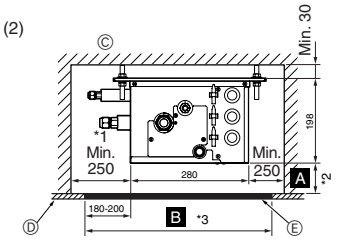
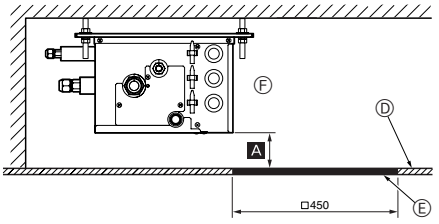

Fig. 4-5
Fig. 4-6
(2) Seitenansicht (Fig. 4-5, Fig. 4-6)
Bei "□ 450" bereiten Sie eine Wartungsöffnung an einer PCB-Seite vor (wie in Fig. 4-6 gezeigt), und "Min. 300 mm" ist für den Abstand A erforderlich.